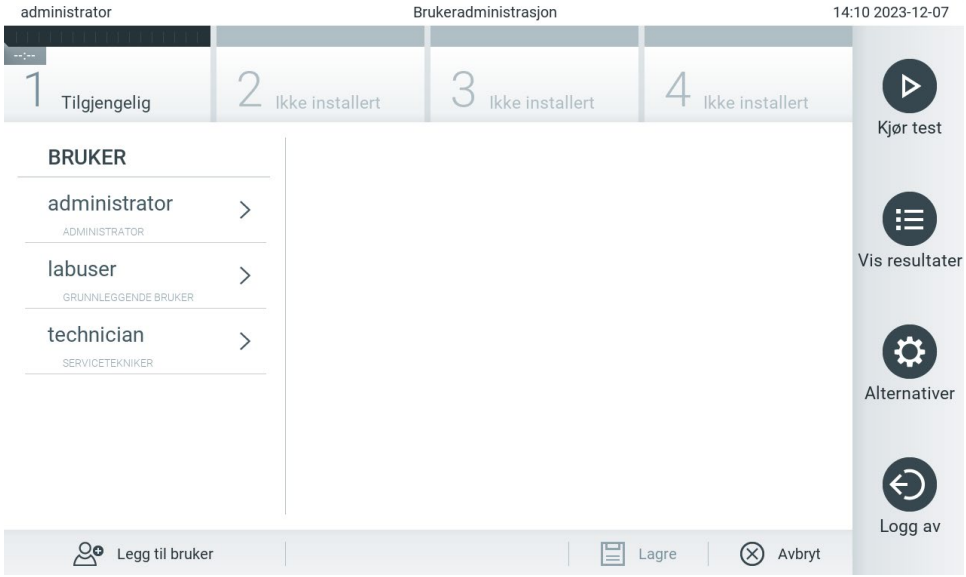

Figur 50. Skjermbildet User Management (Brukeradministrasjon).
1. Trykk **Options** (Alternativer) > **User Management** (Brukeradministrasjon) for å konfigurere brukere. Skjermbildet User Management (Brukeradministrasjon) vises i innholdsområdet på skjermen (figur 50).